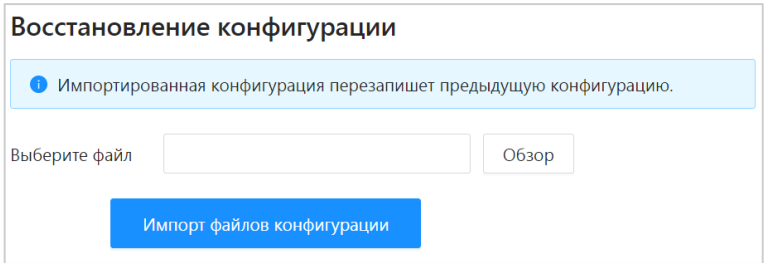

Рисунок 9.10 – Экспорт
1. Нажмите кнопку «Обзор» и выберите файл для загрузки совокупности ранее сохранённых настроек (Рисунок 9.10).